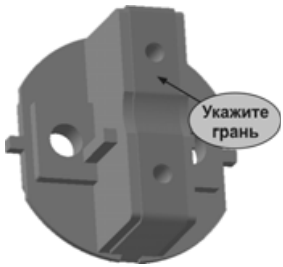

Рис. 7.81
- Разверните модель, как показано на рис. 7.81. Затем укажите плоскую грань **Контакта заземляющего** и нажмите кнопку **Создать деталь** на панели **Построение сборки**.